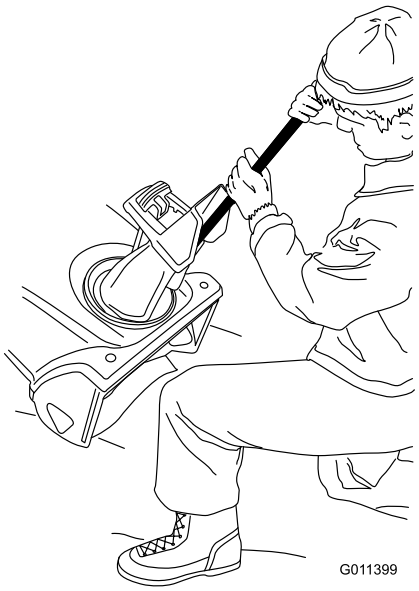

Рисунок 24
- Всегда производите чистку не рукой, а специальным инструментом (Рисунок 24).